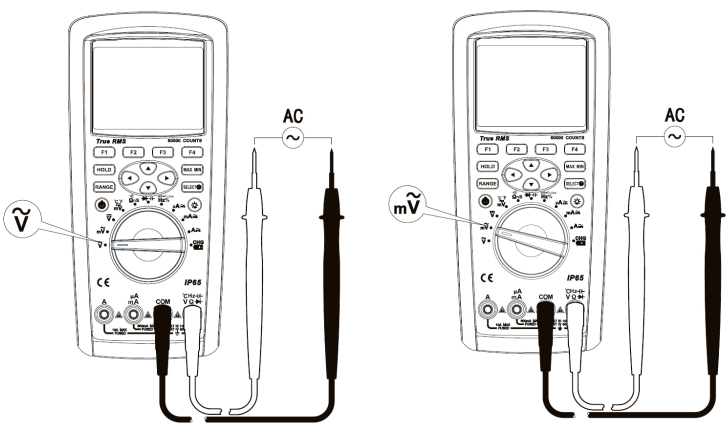

Figura 6
2. Posicione a chave rotativa para ***"$\tilde{V}$"*** (Valores de tensão em Volts) ou ***"$m\tilde{V}$"*** (Valores de tensão em mV) de acordo com a intensidade da tensão a ser medida, conforme ***Figura 6***.